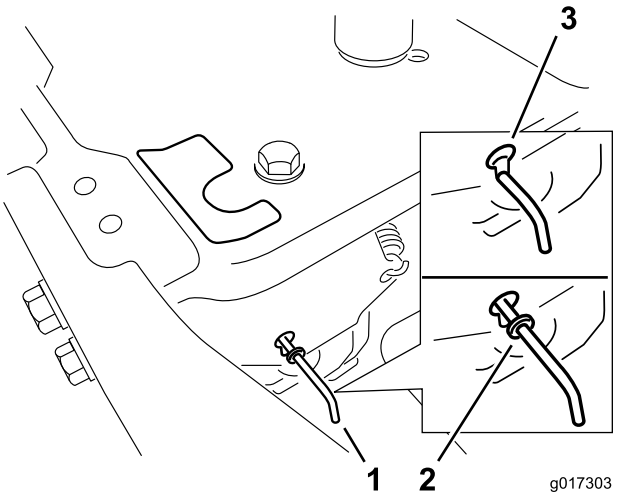

Figuur 21
4. Zet de omloophendels naar voren door het "sleutelgat" en dan naar beneden om ze vast te zetten (Figuur 21).
Zet de omloophendels naar achteren door het spiegat en dan naar beneden om ze vast te zetten zoals wordt getoond in Figuur 21.